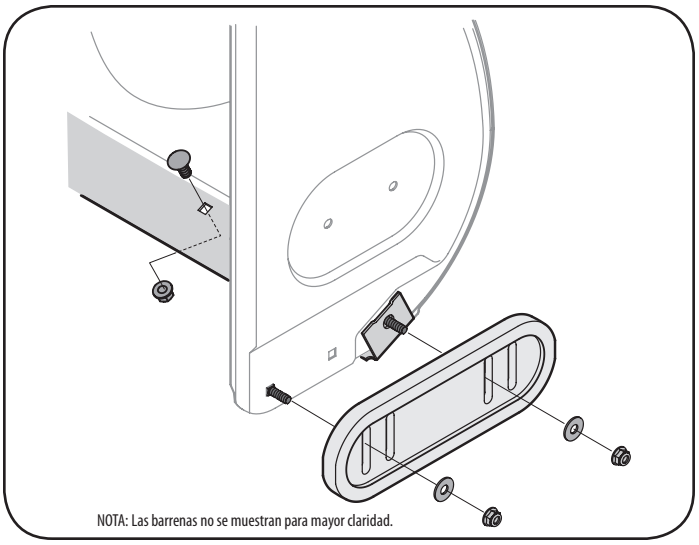

Figura 59
2. Monte las nuevas zapatas antideslizantes con cuatros pernos de carro (dos en cada lado), arandelas, y las tuercas de brida hexagonales. Consulte la Figura 59.